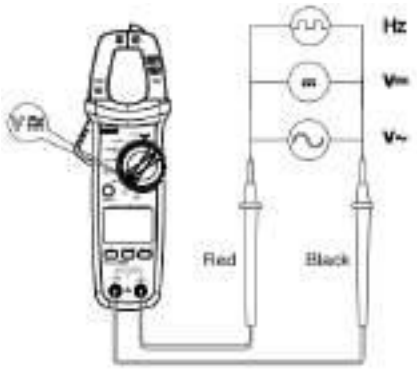

Fig 3
9.2 Măsurarea tensiunii AC/DC și a frecvenței tensiunii (% cicluri) (Fig 3)